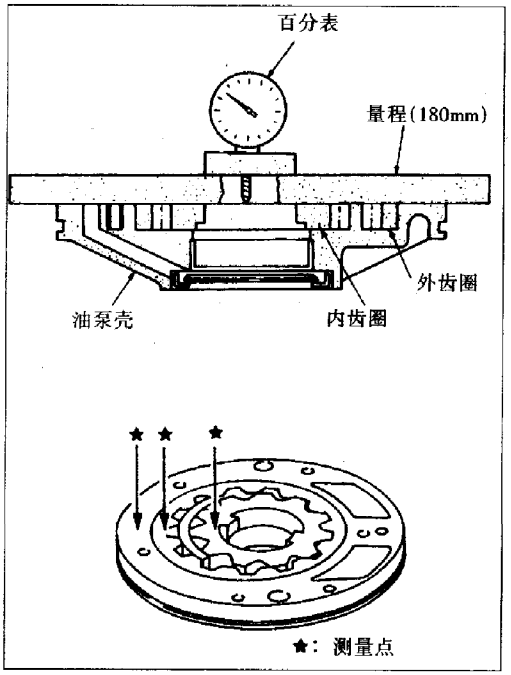

图 5－4－16
c. 测量外齿圈与油泵壳间隙，见图 5－4－17。标准值：0.111～0.181mm；允许极限值：0.181mm。